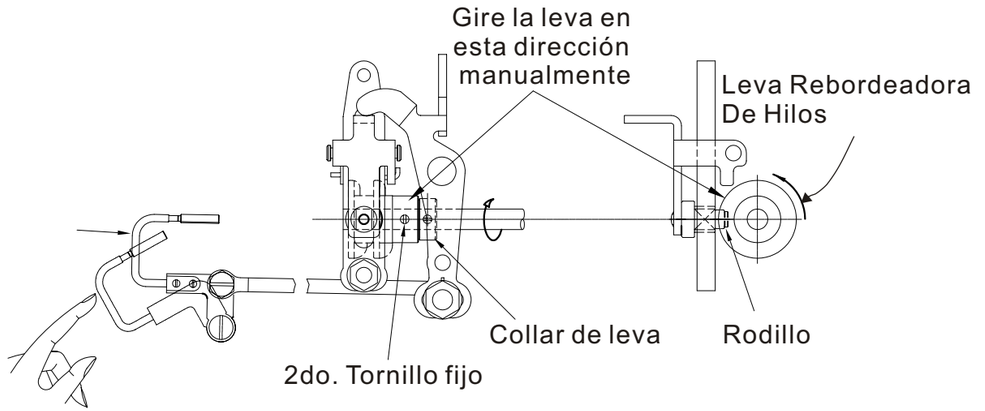
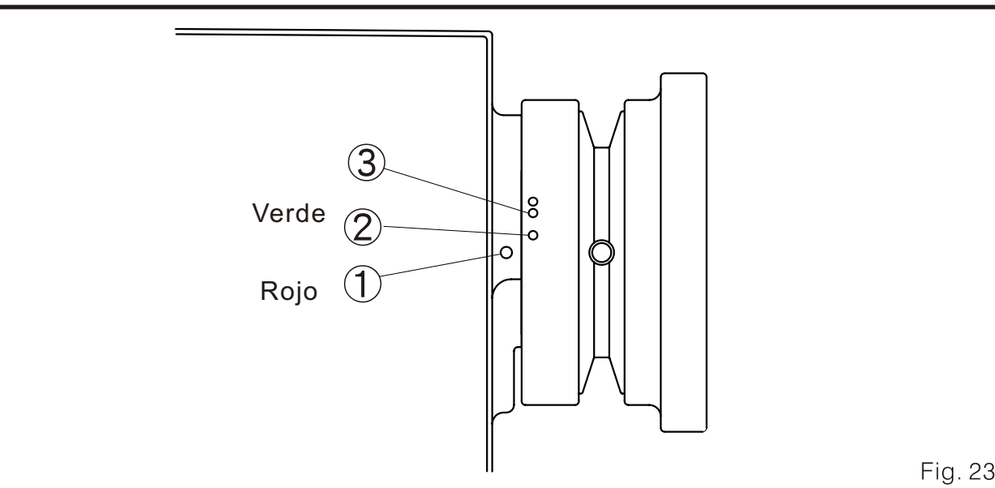

Fig. 22
Fig. 23
1. La posición correcta de coordinación de la leva rebordeadora de HILOS (Fig. 222, Fig. 23)
2. Ajustar la coordinación de la leva rebordeadora de hilos(Fig.22, Fig.23)
(1) Alinee las marcas en el brazo de la maquina y en la polea. (Fig. 23)
(2) Cuando inicie la costura, comience las puntadas en baja velocidad. (800 spm)